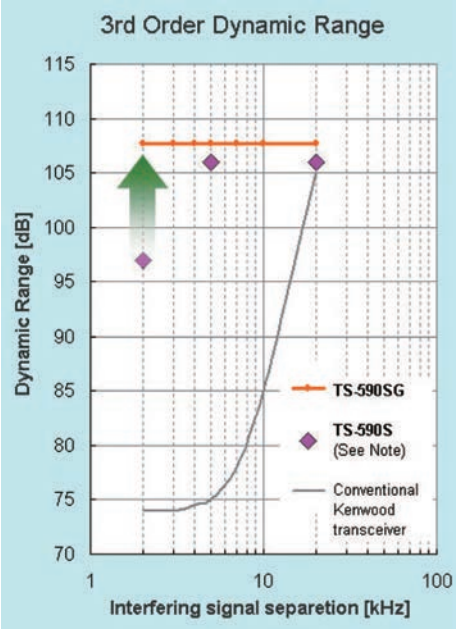

図1-6 ダイナミック・レンジ特性比較
図1-6は、TS-590 Gシリーズの三次ダイナミック・レンジ特性を、妨害波との周波数間隔を変化させながら測定した結果です。比較として、TS-590シリーズの測定値 (注 QST 2011年 5月号プロダクトレビューから抜粋 reprinted with permission of ARRL)と、従来機としてTS-480シリーズ (アップ・コンバージョン方式 500 Hz CWフィルター内蔵)の結果を併記してあります。
- TS-590 シリーズの測定結果が、TS-590 シリーズのカタログや徹底解説集で公表したデータと ARRL の測定で異なっているのは、測定法の違いによります。TS-590 G シリーズの公表データを測定するにあたり、測定法による差が出ないようにするため、三次ダイナミック・レンジは ARRL が実施する方法で測定しています。図 1-6 の TS-590 G シリーズの測定結果は、量産品から任意に抜き取った製品を測定した結果です。 (カタログに使用したデータは、試作時のものです。) これらの結果は一例であり、製品の性能を保証するものではありません。
ルーフィング・フィルターの通過帯域幅による特性の違いは、図1-5および図1-6のグラフでご理解いただけたと思います。それでは、従来と同じフロントエンド構成のアップ・コンバージョン方式の特性を見てみましょう。50 MHz帯でダイナミック・レンジを現行機種と比較測定した結果がありますので、それを使って説明します。